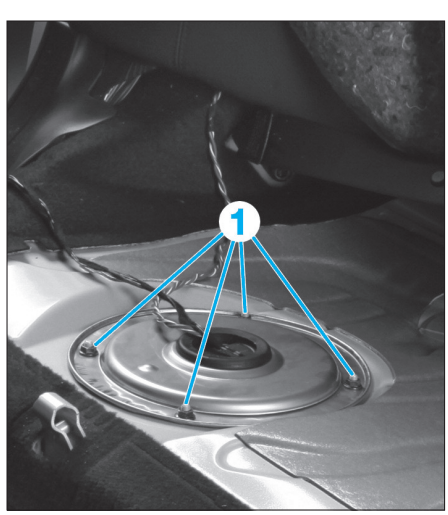

Fig. 47
• Déposer les 4 écrous (1) du couvercle droit **(Fig.47)**.